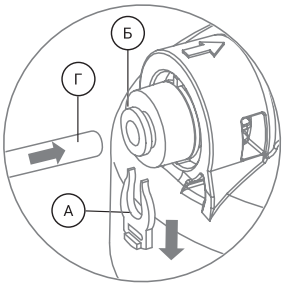

Рис. 4
1. Вставьте до упора в фитинг трубку (Г), продев ее через цанговое кольцо (Б) (рис. 4). Для герметизации соединения приложите дополнительное усилие, при этом трубка утопится еще примерно на 3 мм и будет плотно обжата резиновым кольцом.